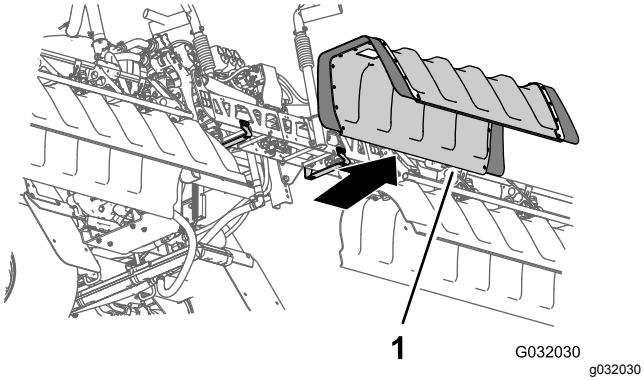

Figur 20
2. Ta bort centersektionskåpan från maskinen (Figur 20).